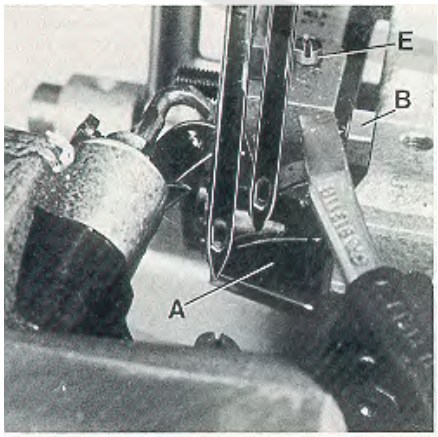

Fig.16
When the needle guard (A, Fig. 16) is in its most forward end position, its guarding surfaces should just contact the back of the needles without deflecting them.
After loosening screw (B, Fig. 16) needle guard (A) can be moved accordingly to the front or to the rear. Retighten screw.
Wenn der Nadelanschlag (A, Fig. 16) in seiner vorderen Endstellung ist, sollen seine Schutzflächen die Rückseite der Nadeln gerade berühren, ohne sie abzulenken.
Nach Lösen der Schraube (B, Fig. 16) kann der Nadelanschlag (A) entsprechend nach vorne oder hinten geschoben werden. Ziehen Sie die Schraube wieder an.
Adjust the supporting screw (E, Fig. 16) in the feed bar to the required height and assemble the feed dog.
Stellen Sie die Stützschraube (E, Fig. 16) im Transporteurträger auf die entsprechende Höhe und montieren Sie den Transporteur.